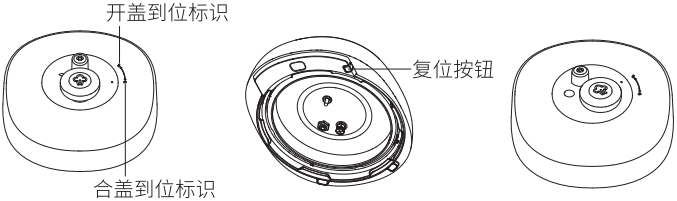

图1　　图2　　图3
- 用户在开盖使用过程中，上盖出现掉落或误触复位按钮造成上盖把手旋转无法达到“开盖到位标识”处，造成不能合盖，如图1所示，只需要用户手动按住复位按钮按到最底部，并同时逆时针旋转上盖把手至“开盖到位标识”处（见图2、图3），随即松开复位按钮。